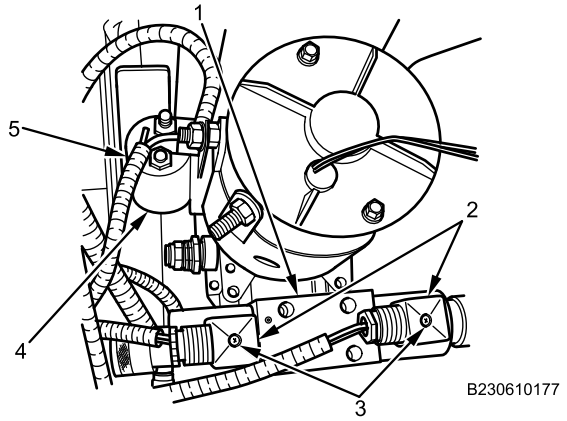

Figure 5. Rear Door/Ramp Hydraulic Valve Connectors.
2. Install control wire harness (Figure 5, Item 2) and two screws (Figure 5, Item 3) on hydraulic valve (Figure 5, Item 1). Tighten screws securely.
3. Connect control wire harness (Figure 5, Item 5) to solenoid (Figure 5, Item 4).